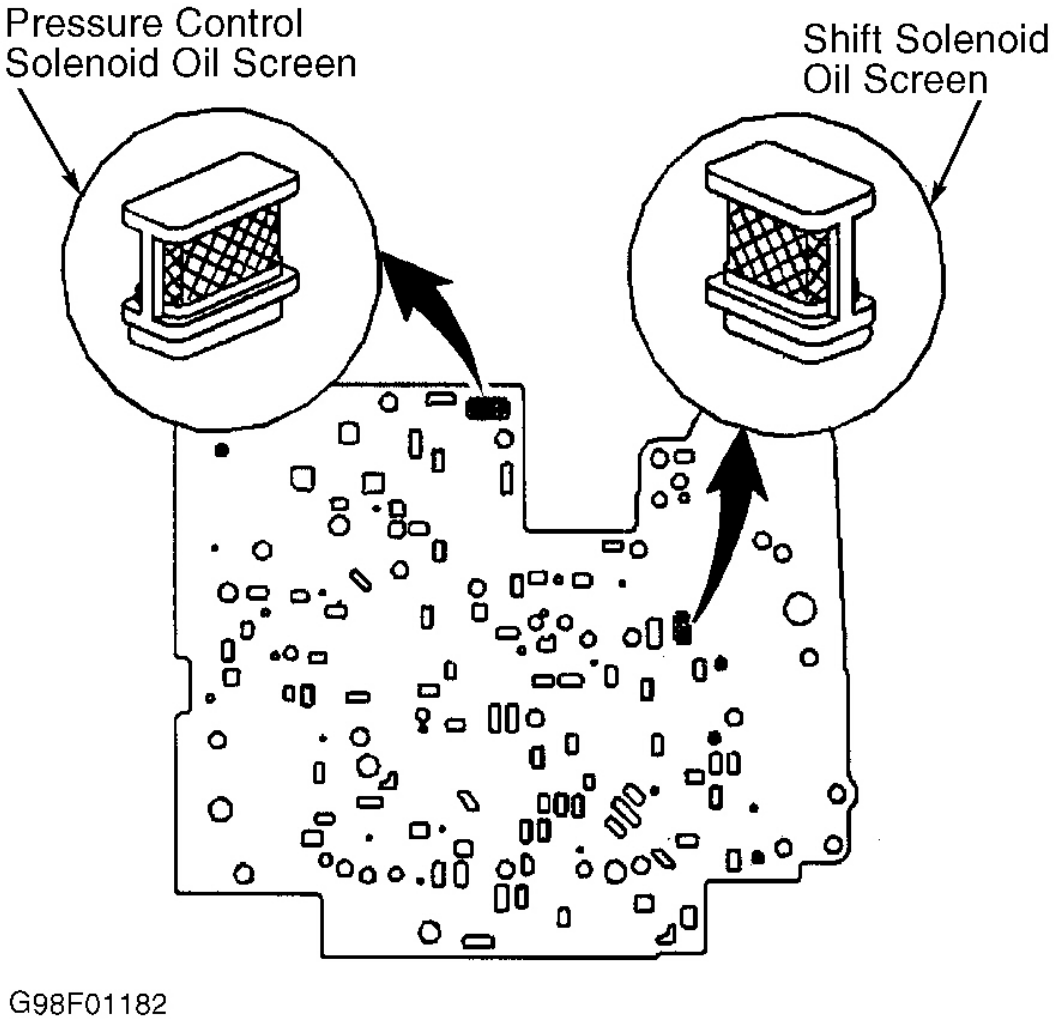

Fig. 84: Locating Oil Screens
2. Install 3-4 accumulator spring. Install oil screens in proper locations. See **Fig. 84** . See **Fig. 17** for check ball and filter installation locations. Install alignment pins in transmission case to aid spacer plate and valve body installation. Install spacer plate gasket and spacer plate. Install spacer plate support.